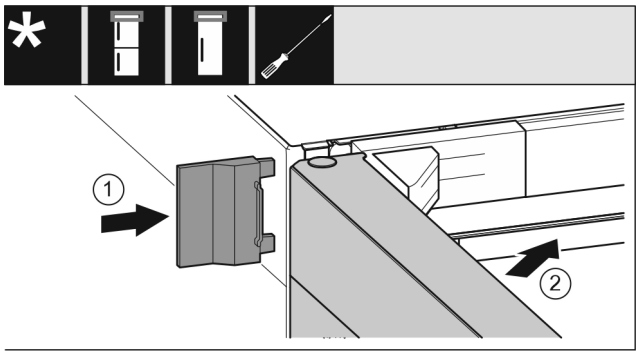

Fig. 66
▶ Montați capacul exterior *Fig. 66 (1)*.
▶ Închideți ușa superioară *Fig. 66 (2)*.